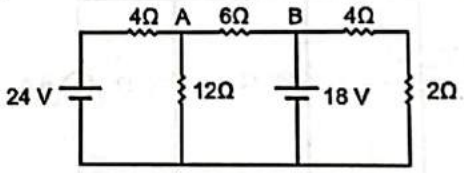

FIG. 1.102
**Using Superposition theorem, find the current 6 Ω resistor in the given circuit of Fig. 1.102.**